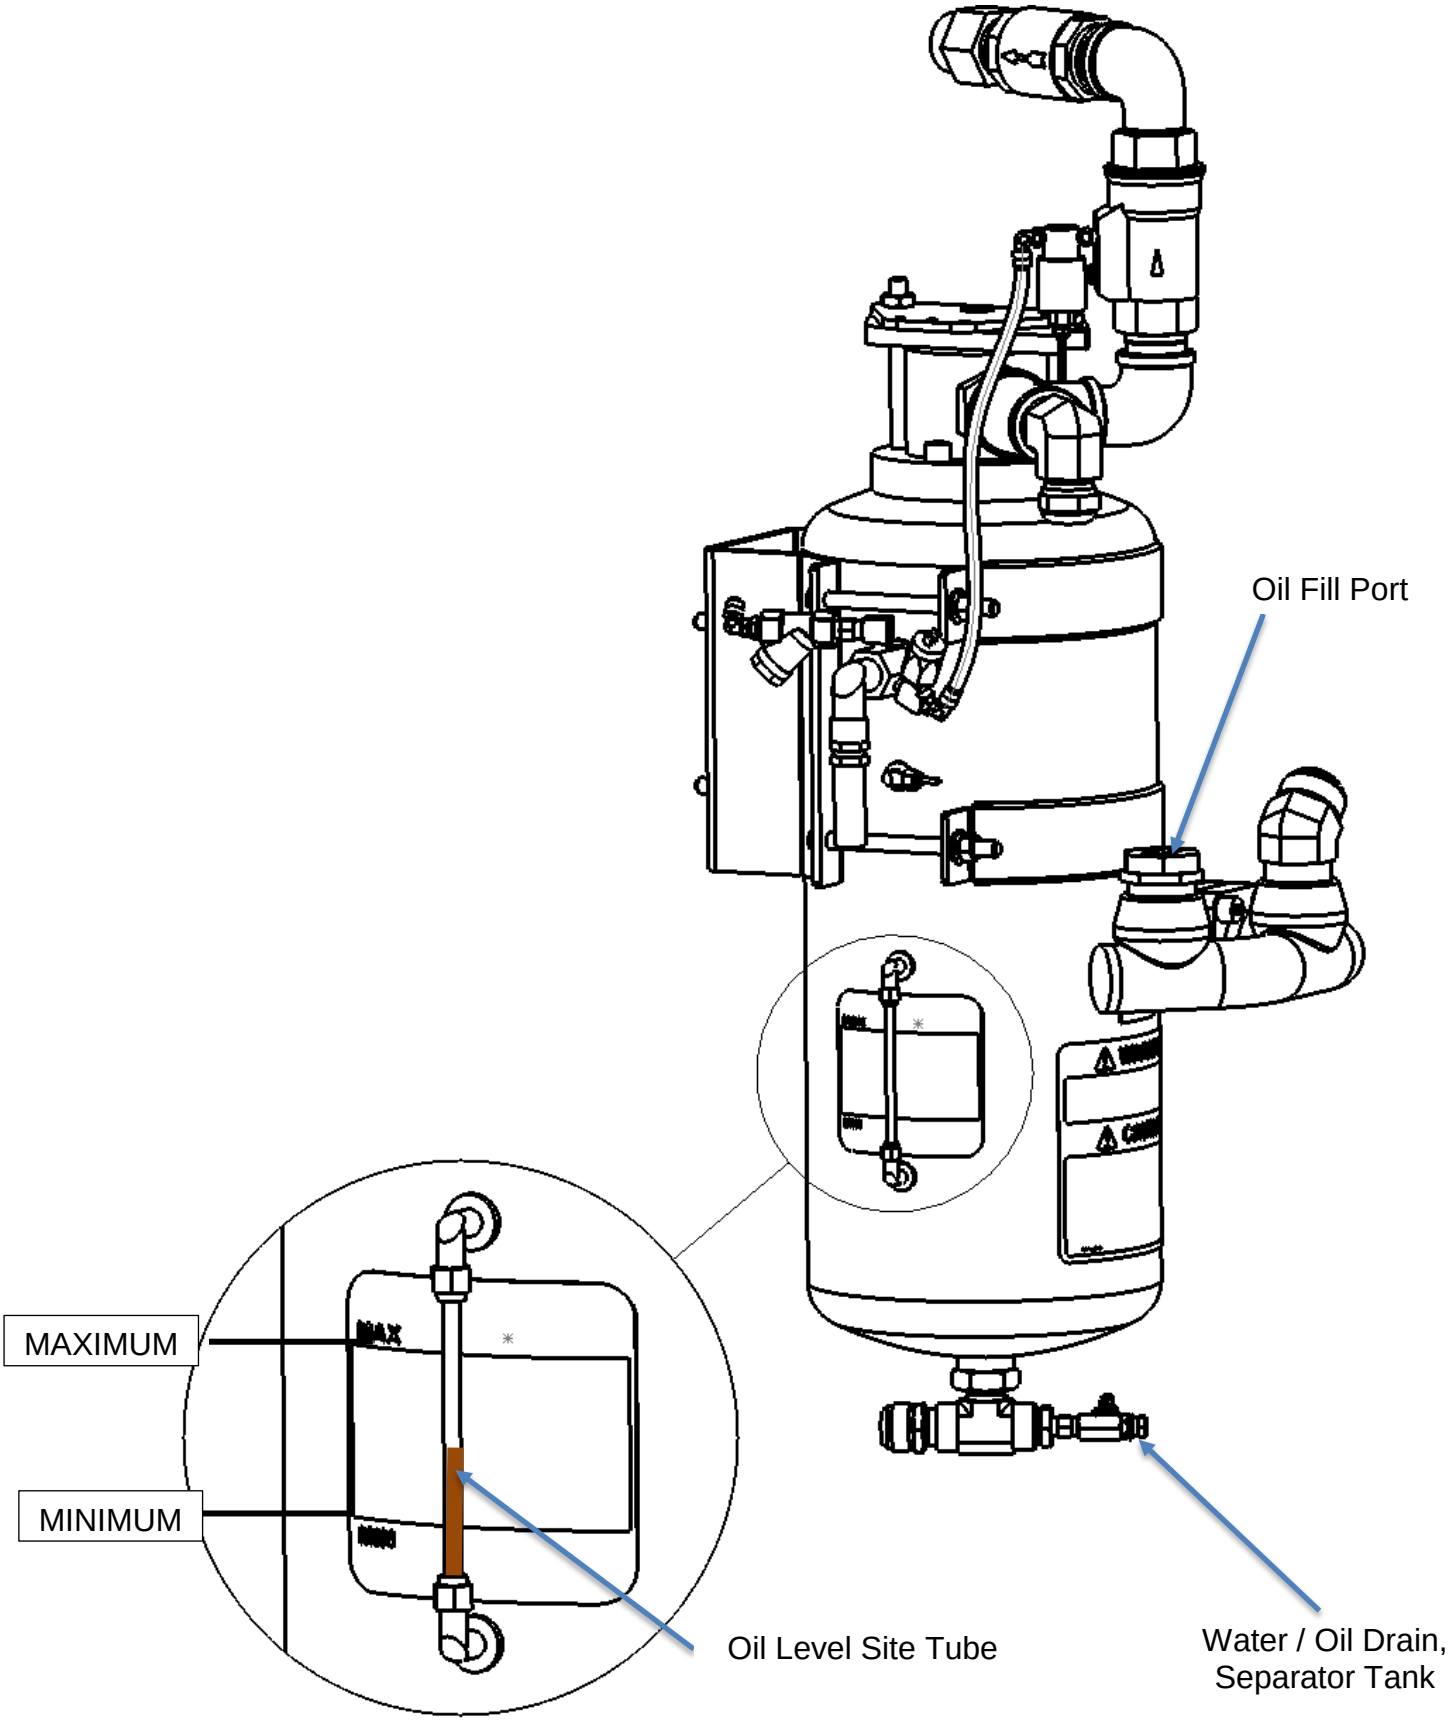

Figure 28 Separator Oil Fill and Drain Identification
- The oil level should settle within ten minutes to halfway up the sight tube, as noted on the fill decal (See Figure 28).